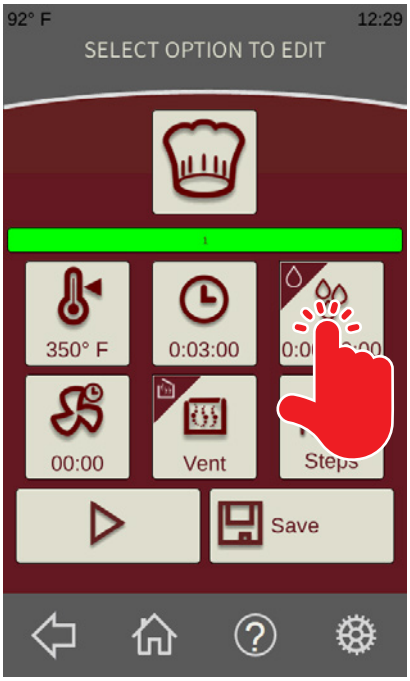

Fig. 19
6. From the ***Standard Recipe Run Screen*** (Fig. 19), touch the steam button. The ***Enter Steam Time Screen*** should be displayed.